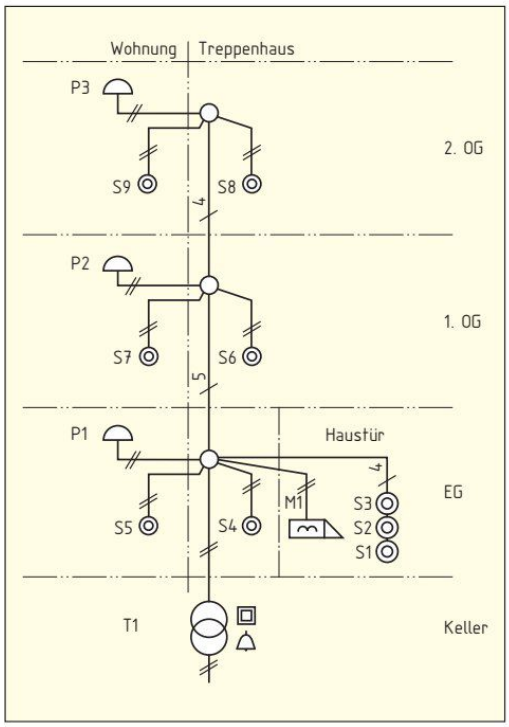

Bild 1: Hausruf- und Türöffneranlage eines Dreifamilienhauses
Dem planenden Elektrobetrieb liegt ein Übersichtsschaltplan der Hausruf- und Türöffneranlage **(Bild 1)** vor.
1. Um welche Art von Schaltplan handelt es sich in **Bild 1**?